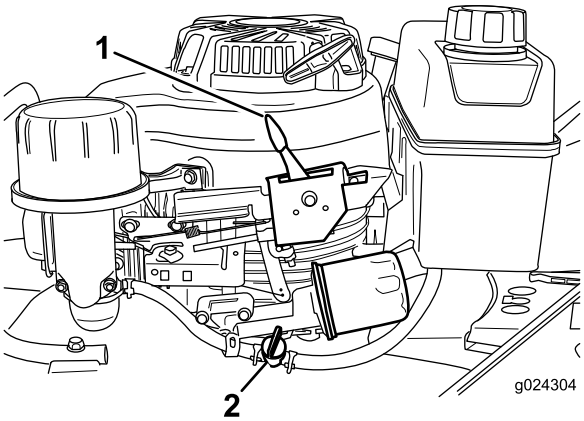

Figuur 13
2. Open de brandstofklep (Figuur 13).
3. Zet de gashendel (Figuur 13) op Choke.
Laat de bedieningsstang los en zet de gashendel (Figuur 13) op Uit.
Opmerking: Sluit de brandstofklep (Figuur 13) als u niet van plan bent om de motor spoedig daarna opnieuw te starten.